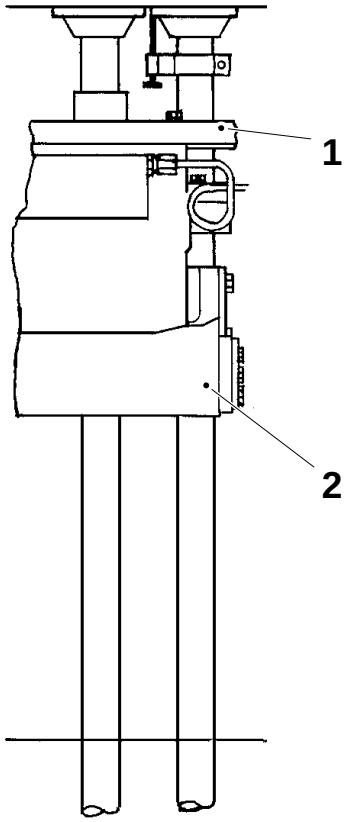
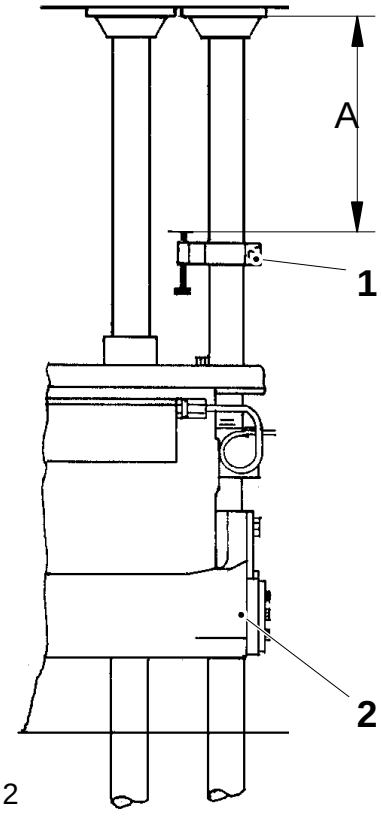

Fig. 1
Fig. 2
a) Crank the machine to 35° (30° for 200S) and fit point measuring clamp (1), on the LH yoke guide, see fig. 1.
b) Crank until the yoke (2) reaches its lower turning position, see page MS 412–5X.
c) Measure the stroke A with a rod micrometer and record the result, see fig. 2.
d) Remove the point measuring clamp (1)
e) Crank to 215° (210° for 200S) and fit the point measuring clamp (1) to the RH yoke guide and measure the stroke A as described above. Record the result.